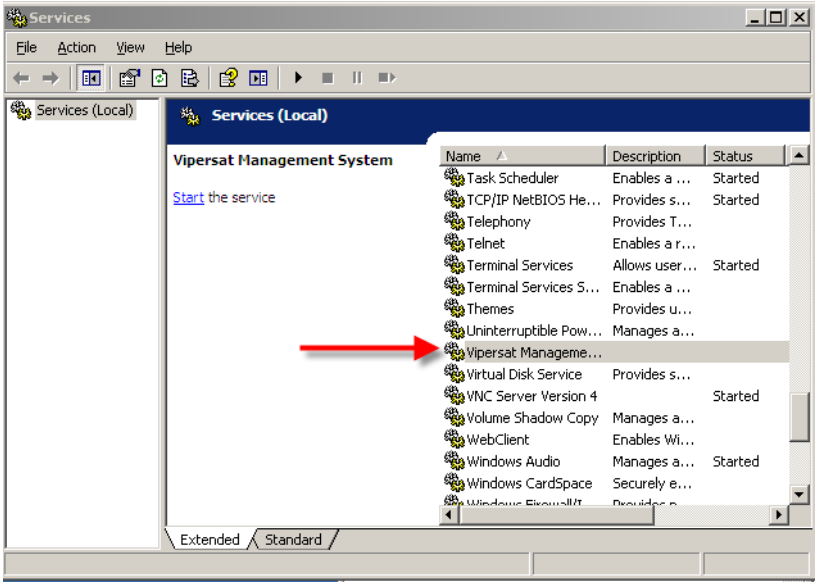

Figure 2-32 Vipersat Management System Service
3. Select **Vipersat Management System** from the Services list as shown in figure 2-32, then click on **Start** the service.